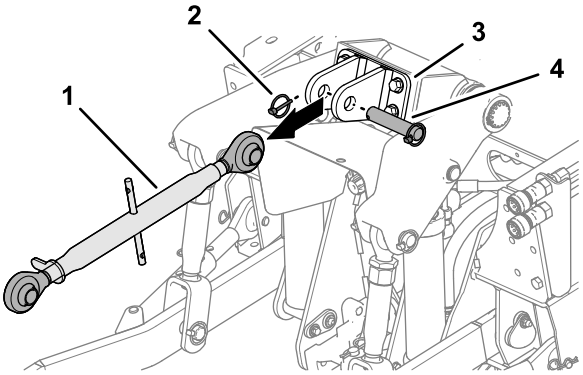

Rysunek 25
3. Wyciągnij zawleczkę, sworzeń z łbem płaskim i otworem na zawleczkę oraz górny łącznik 3-punktowy z wspornika górnego łącznika, jeżeli są zamontowane (Rysunek 25).